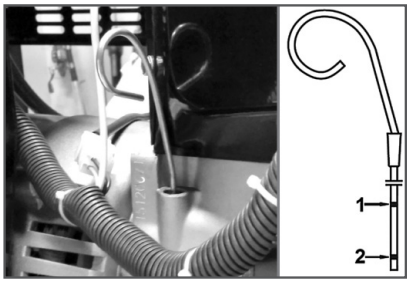

Рис. 8 Проверка уровня масла в картере
5. Аккуратно вытащите щуп и осмотрите его (Рис. 8). Уровень масла должен соответствовать верхней отметке на щупе. При недостаточном уровне масла в картере необходимо долить чистое масло до верхней отметки на щупе. Для долива масла в двигатель выкрутите крышку маслозаливной горловины в крышке клапанов двигателя (Рис. 2 п. 3) и с помощью воронки залейте необходимое количество масла. После окончательной проверки установите щуп на место и закрутите крышку маслозаливной горловины.